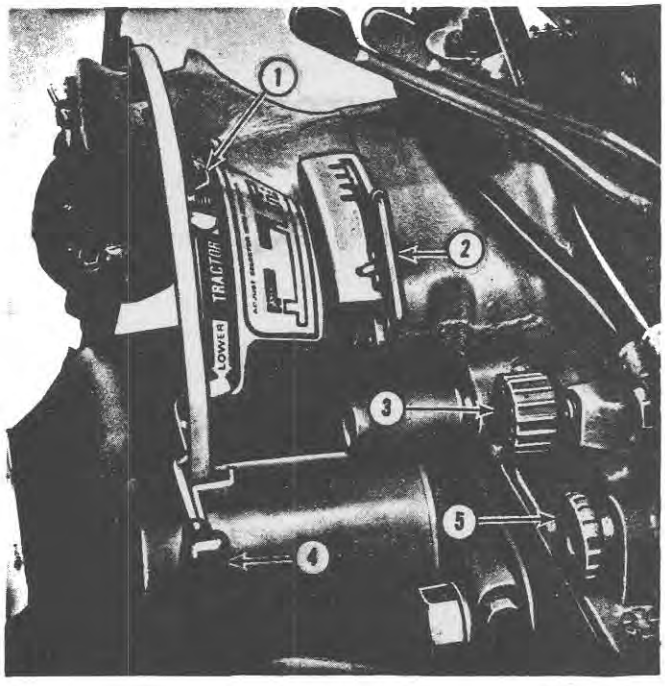
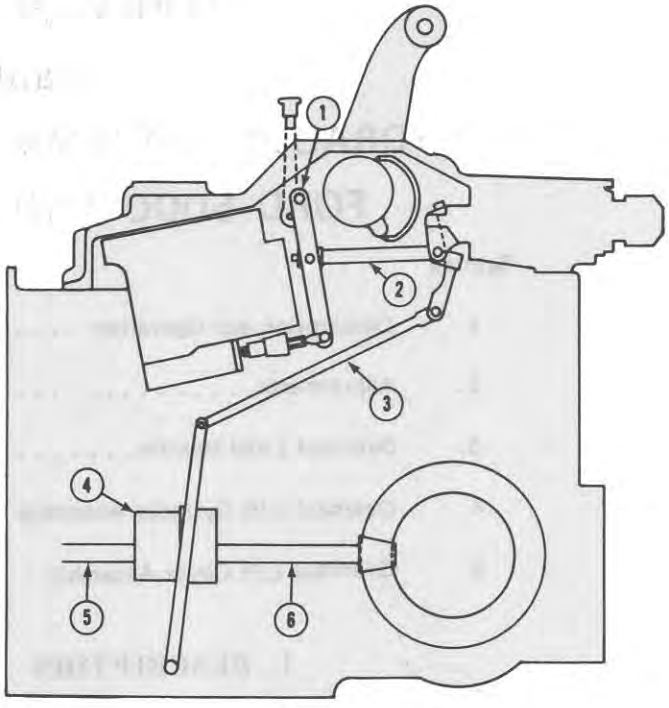
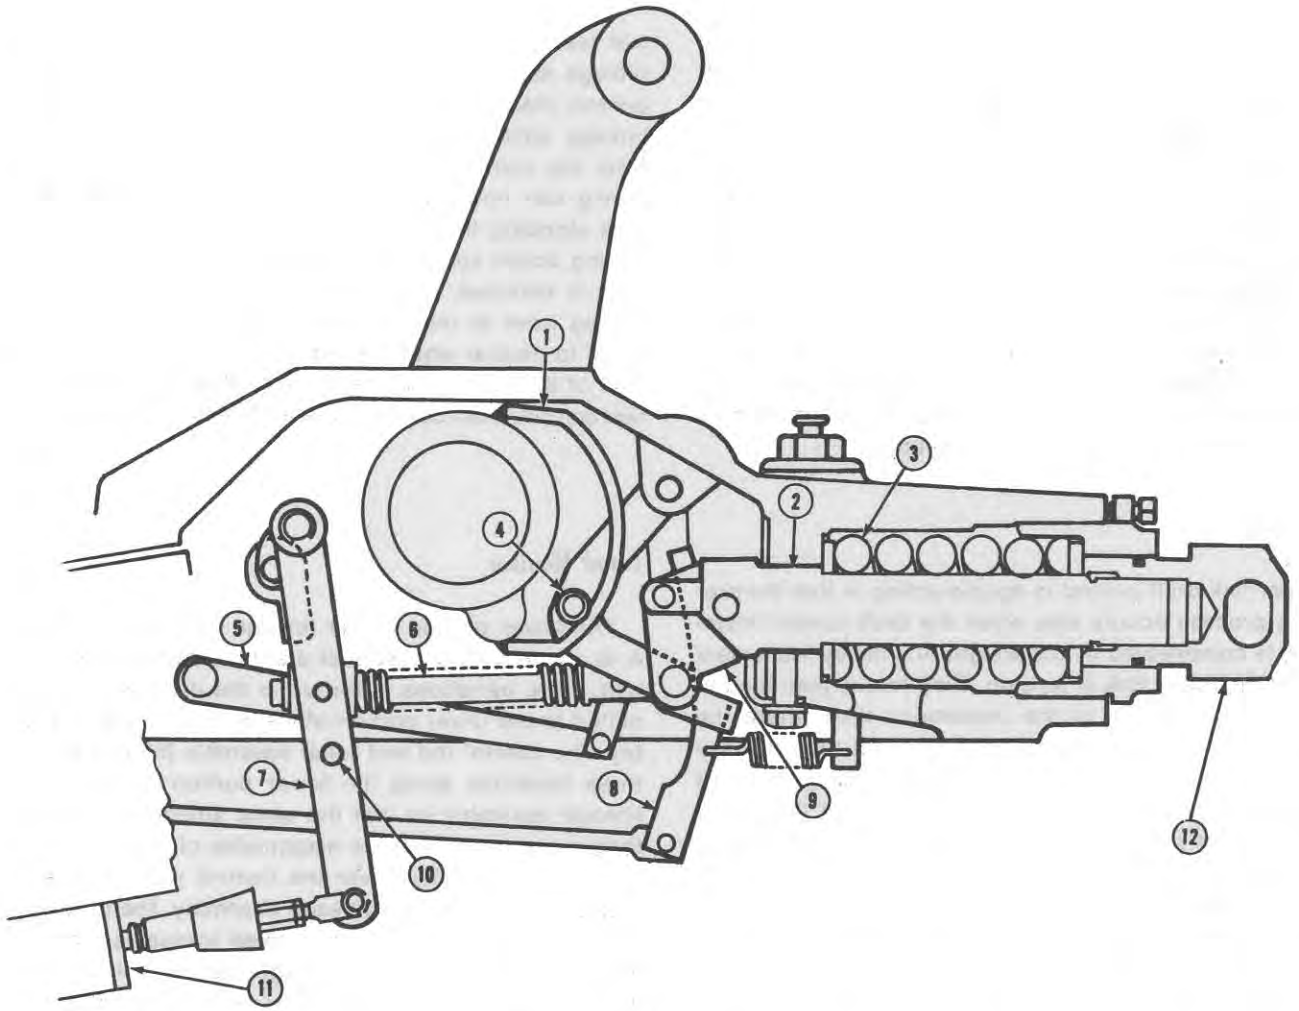

Figure 2
Figure 3
Figure 4
section. Figure 2 illustrates the external controls of the hydraulic system. Figure 3 illustrates the location of the Load Monitor torque sensing unit with respect to the remainder of the tractor.
The lift control lever (4), Figure 2, is the primary control of the hydraulic system. Moving the lift control lever upward on the quadrant initiates the sequence of events that result in the lift arms raising. Similarly, moving the lift control lever downward on the quadrant results in lowering of the lift arms. The following paragraphs describe this action.
Any movement of the lift control lever is transferred through its pivot to the actuating lever (7), Figure 4, located inside the lift cover. This actuating lever is attached to the lift control valve at its opposite end and is pivoted near its center. Thus, when the upper end of the actuating lever is moved by motion of the lift control lever, the lower end moves in the opposite direction and actuates the spool of the lift control valve to direct hydraulic pressure resulting in either a raising or lowering action, depending on raising or lowering the lift control lever.
The system selector lever (2), Figure 2, is used to select the source of the signal which activates the hydraulic system. The selection of the signal source is accomplished by pulling the selector lever slightly upward and moving it to the setting which corresponds to the signal source desired. As the selector lever is moved to a particular setting, the motion is transferred by means of a clevis link to the shorter end of the selector arm (5), Figure 4, the opposite (longer) end of which is connected to the control rod and roller assembly (6), Figure 4. When the selector lever is moved, the selector arm raises or lowers the control rod so that the roller is aligned with that portion of the selector linkage assembly (8) and (9), Figure 4, which
upper link. This pushing force is transmitted through the upper link to the draft control plunger (2), Figure 4. Upon overcoming the force of the draft control mainspring, the draft force produces movement of the yoke, which in turn moves the upper portion of the selector linkage assembly (9) forward, pushing on the control rod (6) to transmit the signal to the actuating lever. When the draft load is decreased by the implement raising slightly, the draft control mainspring forces (pushes) the yoke back to its original position, drawing the upper portion of the linkage assembly back with it. The compressive force is now removed from the control rod spring, and it neutralizes at its free length. The light rate control valve follower spring can now push the control valve spool to neutral.
The only activating signal in position control is derived from manual movement of the lift control lever. When the system selector lever is set for position control, the control rod is positioned with the roller aligned with the center pivot of the selector linkage assembly. Therefore, no effect of movement of the upper or lower portions of the selector linkage assembly is transmitted to the lift control valve. When a lift action is initiated by moving the lift control lever upward on the quadrant, the actuating lever moves the lift control valve spool as previously described to effect a raising of the lift arms. In this action, the position control cam (1), Figure 4, rotates with the lift arm cross shaft to which it is attached. The position control link roller (4), which rides inside the cam, is permitted rearward movement by the cam as the lift arms reach the height which corresponds to the position of the lift control lever on the quadrant. As this occurs, the selector linkage assembly, which is also attached to the position control link, at its center pivot, is drawn rearward by the linkage tension spring removing the compressive force from the control rod spring. The control valve follower spring can now push the control valve spool to neutral thus stopping the flow of oil to the lift cylinder and the raising action stops. In a lowering action, the entire process is reversed. A stop pin (10) is provided on the actuating lever to mechanically bring the lift control valve spool to neutral when the lift cylinder piston reaches the limit of its travel at full raise, regardless of whether position control, draft control, or Load Monitor is selected.
The lower portion of the linkage assembly (8), Figure 4, is connected by means of a strut to the torque sensing unit. Thus, variations in torque in the driveline are transmitted to the lower portion of the selector linkage assembly. The control rod and roller assembly (6), can be set at three locations along the lower portion of the selector linkage assembly so that the same amount of change in torque can produce three magnitudes of signal to the hydraulic system. The lower the control rod roller is with respect to the selector linkage assembly, the greater the magnitude of signal desired. When torque is increased, the signal is transmitted through the control rod to the actuating arm to move the spool of the lift control valve, resulting in raising of the tractor lift arms. When the torque is decreased, the lower portion of the linkage assembly moves back away from the control rod allowing the remainder of the linkage to return to neutral. At any time that the tractor lift cylinder reaches the limit of its travel, it contacts a stop pin (10), Figure 4, which is attached to the actuating lever; which moves the actuating lever rearward and thus moves the lift control valve spool to neutral, stopping the flow of oil to the lift cylinder.